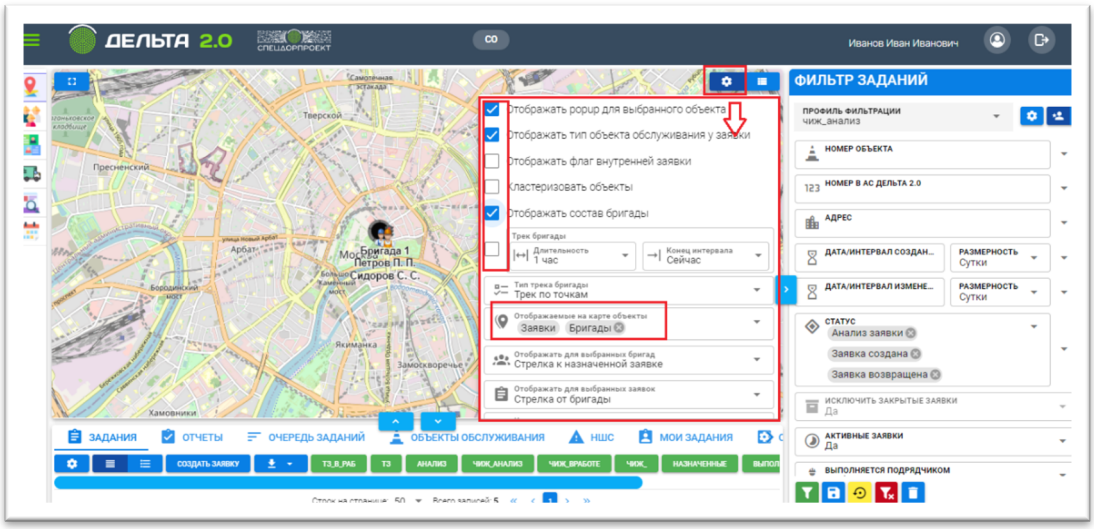

Рисунок 73 - Вкладка «Диспетчерская», настройки отображения на карте
- Выбор настроек отображения на карте: popup выбранного объекта, тип объекта, флаг внутренней заявки, кластеризовать объекты, состав бригады и другие вариация отображения функциональных возможностей системы на карте (Рис. 73);